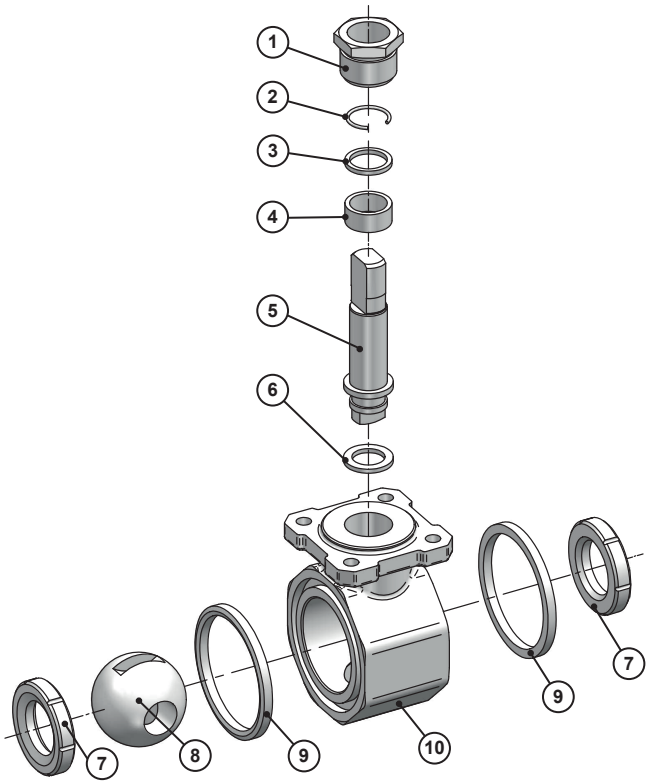

Abb. 22: Dichtungen im Kugelhahn
6. Montieren Sie einen Kugelsitz in das Gehäuse. Die 45°-Fase muss zur Kugel zeigen (siehe Symbol in Abb. 22). Achten Sie darauf, dass der Kugelsitz nicht verkantet.
9. Montieren Sie die Gehäusedichtungen. Eine Seite der Dichtung ist eben, die andere ist leicht gewölbt. Die gewölbte Fläche der Dichtung muss nach außen zeigen (siehe Symbol in Abb. 22).